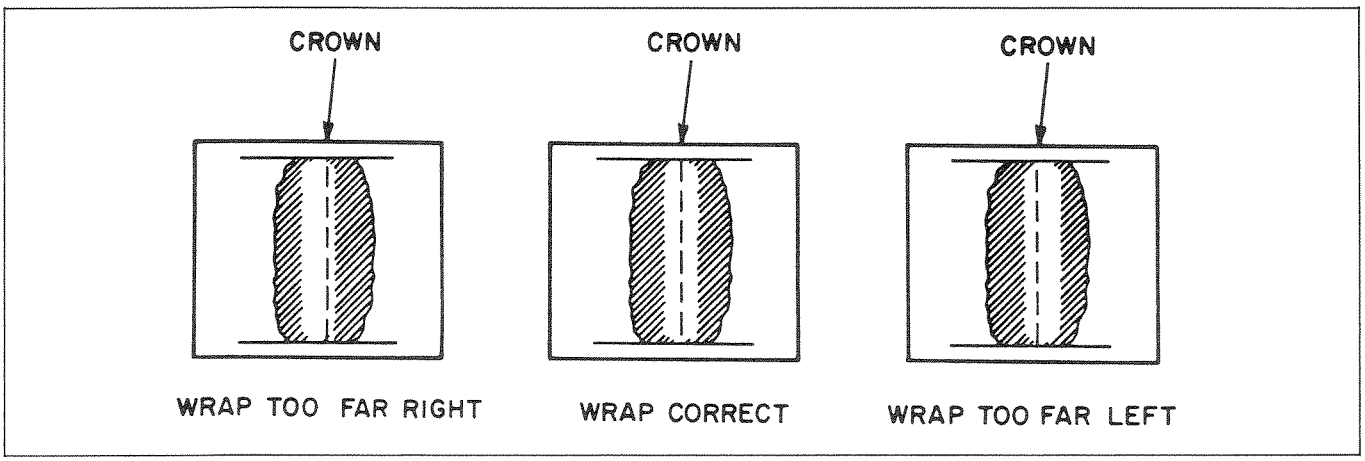

Figure 4-5. Ink Wear Patterns
STEP 8 Set the machine to PLAY mode, and allow it to run for five seconds. Move the tape away from the head stack, and inspect both of the marked heads. Verify that the ink is worn away to an equal distance on either side of the crown, as illustrated in Figure 4-5. If the wear pattern is correct, go to STEP 9. Otherwise, repeat the procedure given in STEP 1. through STEP 6.